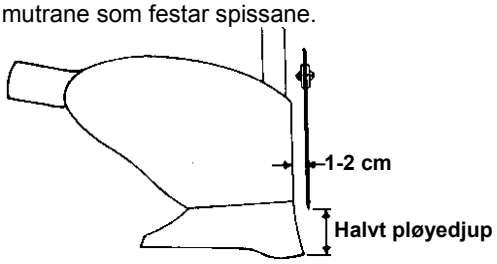

Figur 3. Innstilling av skiveristlar
- Alle skiveristlane skal være likt justert. Dei skal være justert slik at dei skjer ned til omlag halv pløyedjupne og at dei skjer eit snitt 1-2 cm til venstre for landsida, sjå Figur 3.
4. Kontroller at skiveristlane går slik at dei skjer 1-2 cm til venstre for landsida, sjå figur 3